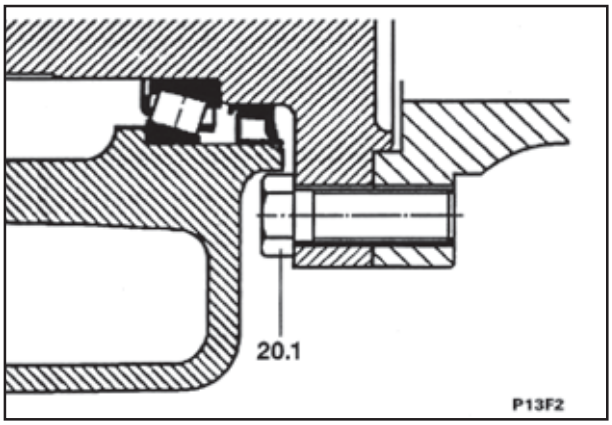

Fig. 3
No capítulo 4.6, o **cubo de roda** é mostrado na posição vertical favorável para a desmontagem e remontagem. A conexão por parafuso entre a ponta do eixo (251, fig. 3) e a ponte do eixo (10) externamente acessível em eixos a partir do ano de fabricação de 1990, assim como o semi-eixo facilitam a rápida remoção e remontagem do cubo de roda completo, sem abrir a caixa de planetárias. Após isto, a desmontagem e remontagem pode ser continuada em um lugar de trabalho limpo na oficina.
Os parafusos de cabeça cilíndrica (20.2, fig. 3) são externamente acessíveis, no meio do eixo, para remoção e recolocação do conjunto do cubo de roda completo.